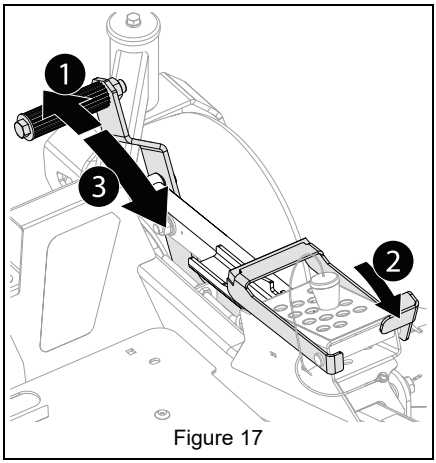

Figure 17
3. Push deck lift pedal slightly forward, release transport lock and slowly release pedal until deck rests. See Figure 17.